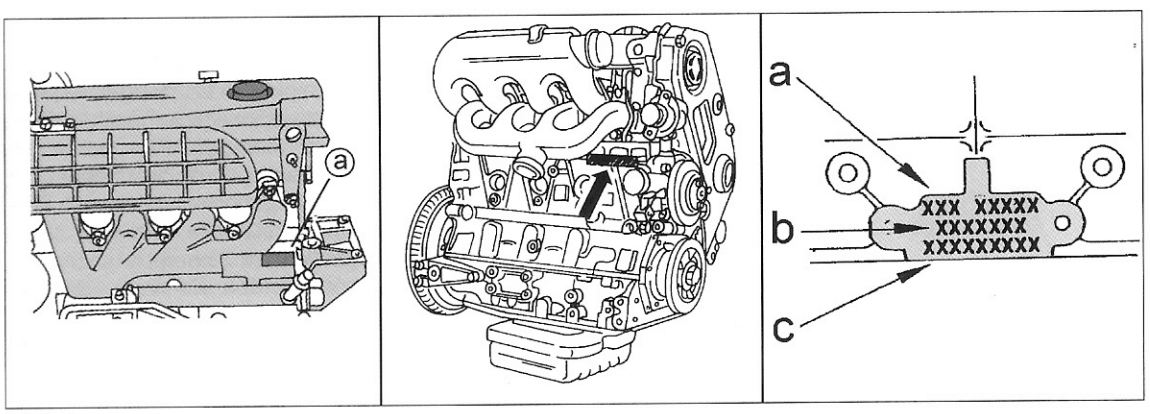

Bild 4
Die nächstwichtigste Nummer Ihres Fahrzeuges ist die Motornummer und beginnt mit den Kennbuchstaben des eingebauten Motors. Ohne auf die einzelnen Motoren einzugehen, kann gesagt werden, dass die Motornummer jeweils auf einem angenieteten Schild an der Oberseite des Zylinderblocks gefunden werden kann. Bild 4 zeigt die verschiedenen Motoren mit der Lage des Typenschildes. Um sich zu versichern, dass Sie sich mit dem richtigen Motor befassen, werden Ihnen die folgenden Anweisungen helfen:
- In der linken Ansicht von Bild 4 ist die Lage der Motornummer bei einem 2.8-Liter-Motor gezeigt. An Stelle „a" ist die Motorbezeichnung (8140) und die
- In der mittleren Ansicht von Bild 4 ist die Lage der Motornummer bei einem 2.5-Liter-Motor gezeigt. In der Reihenfolge von links nach rechts sind der Motortyp (8140 sowie Kennzeichnung), gefolgt von der Motorseriennummer angegeben.